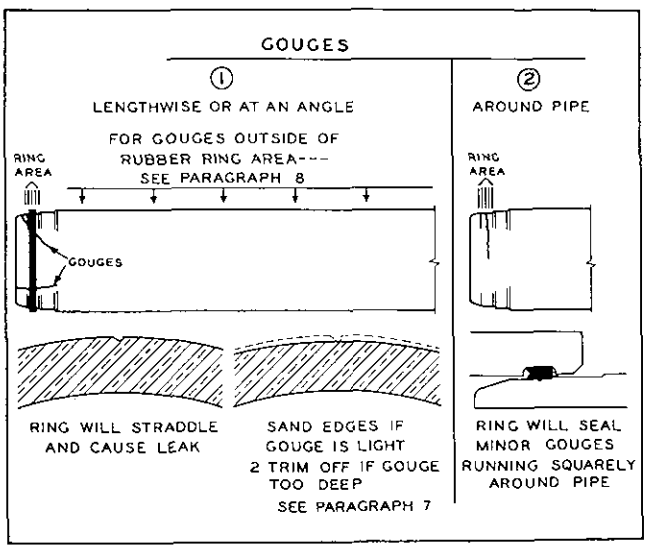

FIG. 84
4. Chips that extend more than ½" in as shown in figure 84 should be trimmed off and the end re-machined with a field machining tool as described on page 52. Test with
7. Scratches that run around the pipe will not cause trouble if the rubber ring will fully cover the scratch (see Fig. 84)—but, if the ring will cross it at an angle, it would cause leakage and should be repaired or trimmed off as described in paragraph 6.